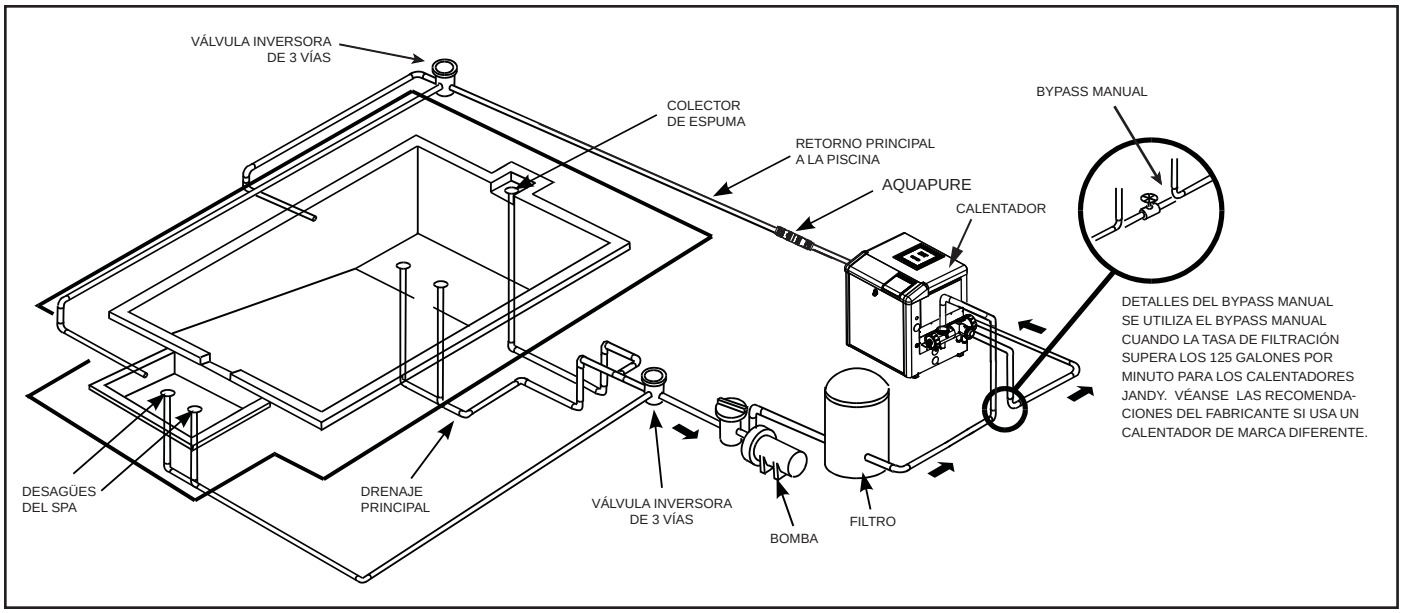

Figura 2. Instalación típica de tubería
1. Zodiac® recomienda que la bomba se instale a un (1) pie (30 cm) sobre el nivel del agua. Véase la Figura 2 de una instalación típica. La bomba no puede colocarse a más de tres (3) pies (1 m) por encima o por debajo del nivel del agua de la piscina.
3. Las bombas de la serie ePump con SVRS deben conectarse con al menos dos (2) bocas de succión hidráulicamente balanceadas para cada línea de succión de la bomba. Consulte la Figura 2. Cada desagüe debe estar provisto de tapas que cumplan con la última edición publicada de la norma ANSI®/ASME® A112.19.8 o norma sucesora ANSI/APSP-16. Las bocas de succión deben colocarse al menos a tres (3) pies (1 m) de distancia o en diferentes planos. Las bocas de succión pueden ser un drenaje y una espumadera, dos (2) desagües, dos (2) espumaderas, o una espumadera con una línea de igualación instalada. Para detalles y directrices adicionales, véase las normas ANSI / APSP 7, el estándar para evitar atrapamiento por succión en las piscinas, piscinas para niños, spas, jacuzzis, y sumideros. Compruebe los códigos locales los requisitos de una instalación correcta. Todos los códigos locales tendrán prioridad sobre otros códigos.